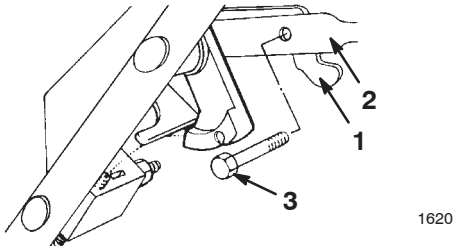

Bild 5
8. Sichern Sie den Antriebshebel mit einer Schraube und einer Sicherungsmutter am Antriebsbügel ab (Bild 5).